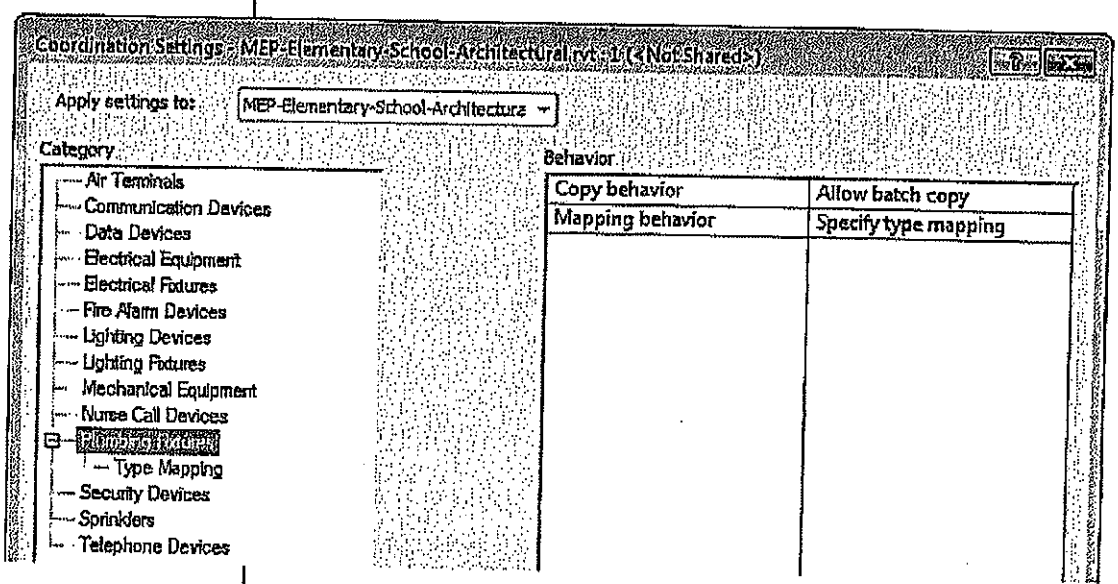

Figure 3–45
6. Select the **Plumbing Fixtures** category and set the *Copy behavior* to **Allow batch copy** and the *Mapping behavior* to **Specify type mapping** as shown in Figure 3–45.